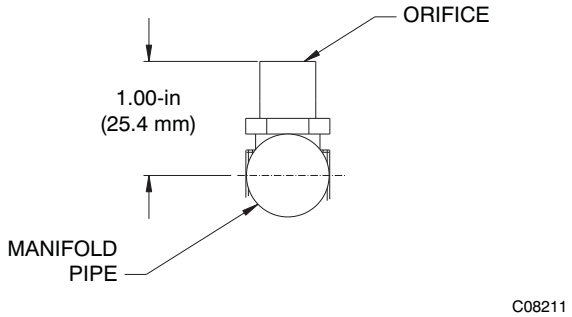

Fig. 52 – Orifice Projection
Refer to Fig. 52 for maximum projection dimension for the orifice face to manifold tube.
5. If the factory orifice has been removed, check that each orifice is tight at its threads into the manifold pipe and the orifice projection does not exceed the maximum valve. See Fig. 52.
Check that each replacement orifice is tight at its threads into the manifold pipe and that orifice projection does not exceed maximum value. See Fig. 52.